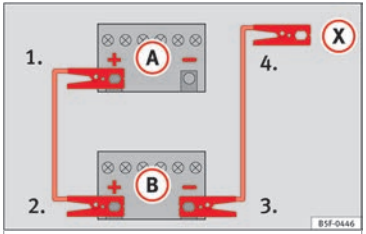

Fig. 164 Diagram of connections for vehicles without Start-Stop system.
2. Connect one end of the *red* jump lead to the positive (+) terminal of the vehicle with the flat battery (A) ››› Fig. 164.
3. Connect the other end of the *red* jump lead to the positive terminal (+) in the vehicle providing assistance (B).
4. **For vehicles without Start-Stop system:** connect one end of the *black* jump lead to the negative terminal (–) of the vehicle providing the current (B) ››› Fig. 164.